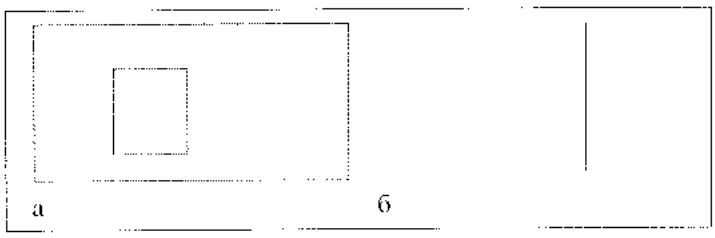

Рис. 10.23. *Примеры эскизов, пригодных для разделения граней*
3. Построить эскиз линии разделения (рис. 10.23) в форме замкнутого контура, полностью лежащего на грани (а), или разомкнутого контура, начинающегося и заканчивающегося на кромках грани (б).